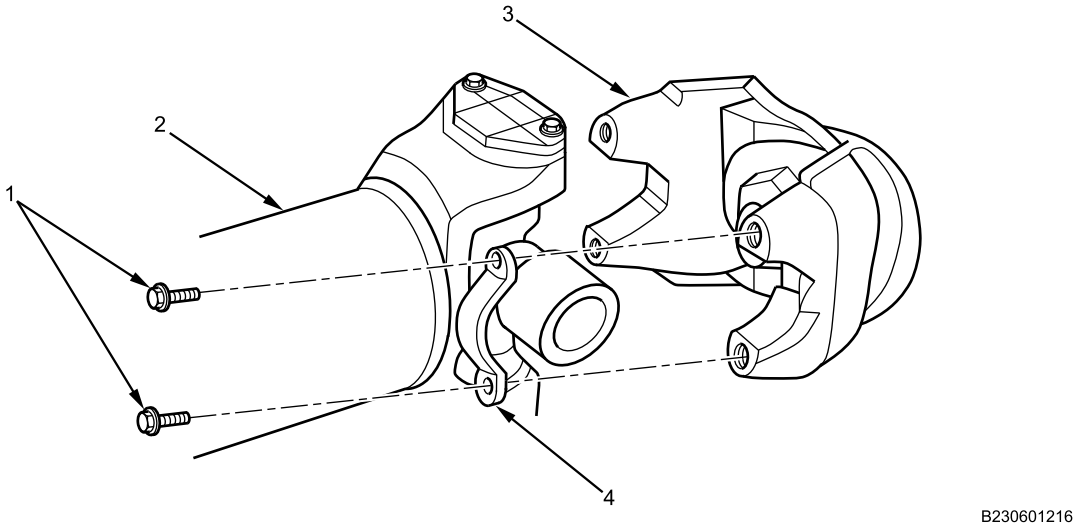

Figure 2. Prop Shaft.
1. Position prop shaft (Figure 2, Item 2) on output yoke (Figure 2, Item 3).
2. Install four new bolts (Figure 2, Item 1) and bearing straps (Figure 2, Item 4) on forward or rear output yokes (Figure 2, Item 3) and torque to 115-135 lb-ft (156-183 N•m).
3. Repeat step 2 for opposite end of prop shaft (Figure 2, Item 2).